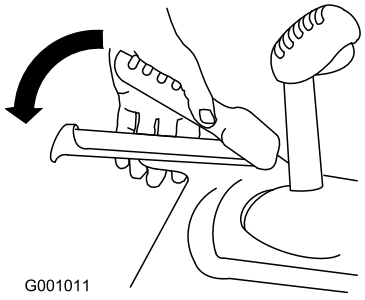

Figura 20
3. Premete la leva sinistra (trazione) contro l'impugnatura (Figura 20).
6. Premete la leva sinistra (trazione) contro l'impugnatura (Figura 20).